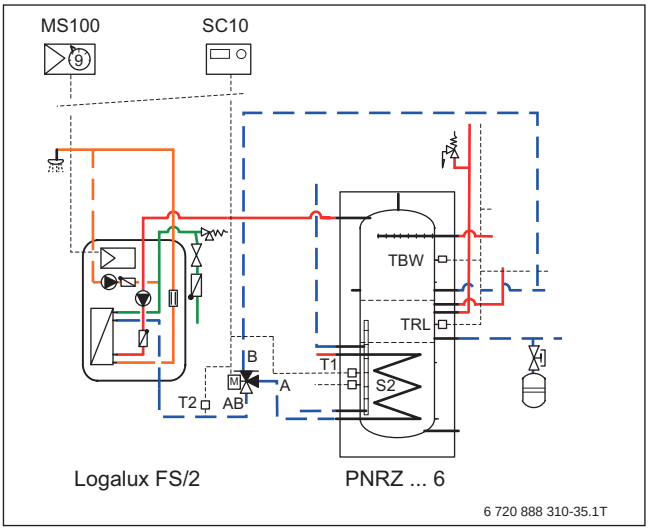

Bild 250 Rücklauftemperaturabhängige Einspeisung in PNRZ-Speicher
- Wenn optional eine Zirkulationspumpe installiert wird, sollte eine Temperaturdifferenzregelung (→ Bild 250) und ein Umschaltventil im Rücklauf der Frischwasserstation FS/2 eingebaut werden. Über diese Regelung und das Umschaltventil werden hohe Rücklauftemperaturen aus der Zirkulationsleitung oberhalb des Trennblechs des PNRZ-Speichers eingeleitet.